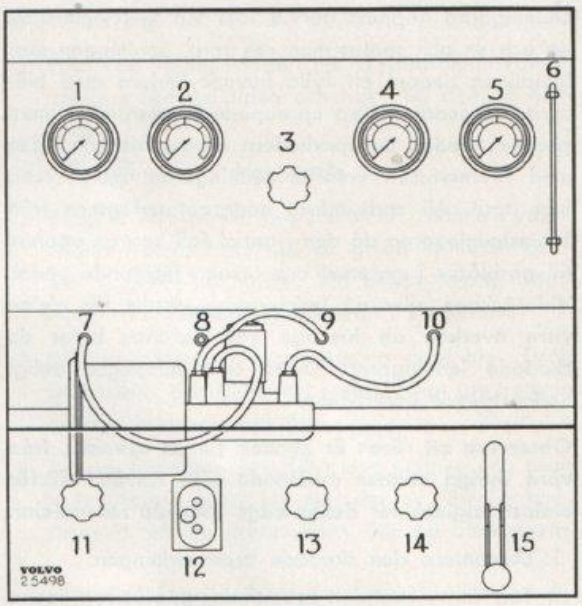

Bild 7-27. Provningskoppling
Efter hopsättning skall servobromscylindern provas. Detta kan ske i en provbänk t. ex. enligt bild 7-27. Provningen sker lämpligen enligt följande:
1. Anslut vakuumledningen (7) till servobromscylinderns hydrauliska inlopp. Cylindern skall därvid givetvis vara tömd på bromsvätska. Plugga hydrauliska utloppet. Starta vakuumpumpen och öppna vakuumventilen (11). När 0,75 kg/cm² uppnåtts (mätare 1) stänges ventilen (11). Efter 5 sekunder skall servobromscylindern hålla minst 0,7 kg/cm² vakuum. Lossa därefter vakuumledningen och frilägg hydrauliska utloppet.
2. Anslut ledningen (9) till servobromscylinderns hydrauliska inlopp. Stäng avstängningsventilen (3) och öppna inloppsventilen (13). Kontrollera genom nivåröret (6) att tillräckligt med bromsvätska finns för luftningen. Pumpa med pumpen (15) tills bromsvätskan börjar rinna ut vid servobromscylinderns hydrauliska utlopp.
3. Anslut ledningen (10) till utloppet och vakuumledningen (7) till vakuumuttaget, se bild 7-27. Öppna kranen (11) så att mätaren (1) visar 0,75 kg/cm². Kontrollera att avstängningsventilen (3) är stängd och ventilerna (13 och 14) är öppna. Pumpa upp ingående hydrauliska trycket tills mätaren (4) visar 35 kg/cm². Utgående hydrauliska trycket (mätare 5) skall därvid vara minst 67 kg/cm². Öppna därefter avstängningsventilen (3) varvid mätarna (4 och 5) omedelbart skall återgå till 0. Upprepa detta provningsmoment några gånger.
4. Demontera servobromscylinderns luftfilter och plugga luftintagshålet. Ställ in 0,75 kg/cm² vakuum (mätare 1). Stäng ventilen (3) och öppna ventilerna (13 och 14). Pumpa upp ingående hydrauliska trycket till några värden överstigande 3,5 kg/cm². Därvid skall ingående och utgående tryck vara lika (mätare 4 och 5). Efter provet öppnas avstängningsventilen (3), pluggen demonteras och luftfiltret monteras tillbaka.
5. Kontrollera att mätaren (1) visar 0,75 kg/cm² vakuum. Stäng ventilen (3) och kontrollera att ventilerna (13 och 14) är öppna. Pumpa upp ingående trycket till 2,5 kg/cm² (mätare 4). Utgående trycket (mätare 5) skall då vara minst 3,5 kg/cm². Öppna avstängningsventilen (3).
6. Reglera in 0,75 kg/cm² vakuum på mätaren (1). Stäng därefter vakuumventilen (11). Efter en tid av 1 minut och 40 sekunder skall vakuumet ej ha minskat mer än att mätaren (1) visar 0,4 kg/cm².